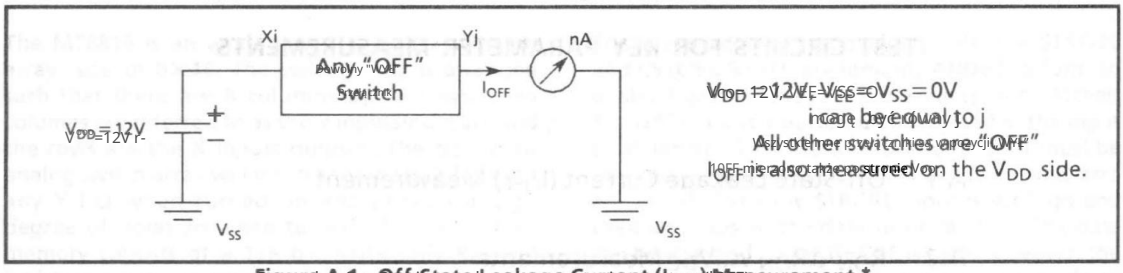

Figure A.1 – Off State Leakage Current (I_{OFF}) Measurement *
*See Appendix, Fig. A-1 for switching waveform